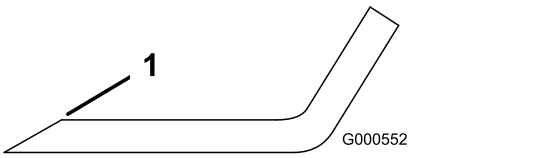

Figura 65
1. Utilice una lima para afilar el filo de corte en ambos extremos de la cuchilla (Figura 65).
Nota: Si la cuchilla no está equilibrada, rebaje algo el metal en la parte de la vela solamente (Figura 65).